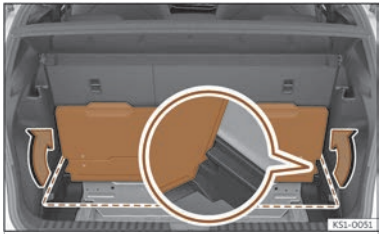

Fig. 165 In the luggage compartment: attach the second luggage compartment floor.
- Once folded, lift it up and insert it into the side brackets, with the open side facing downwards ››› **Fig. 165** (enlarged image).